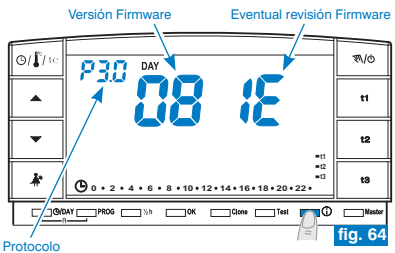

fig. 64
- Pulsar una vez la tecla ⓘ: en pantalla aparecerá la versión de protocolo radio, la versión del firmware instalado y la revisión (ejemplo fig. 64).